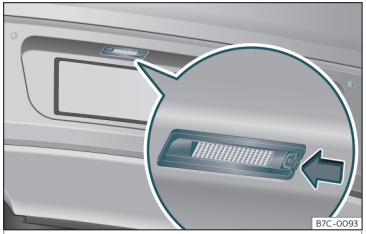

Fig. 51 En el parachoques posterior: luz de matrícula.
– Presione la pestaña de la luz de matrícula en la dirección de la flecha ››› **fig. 51**.